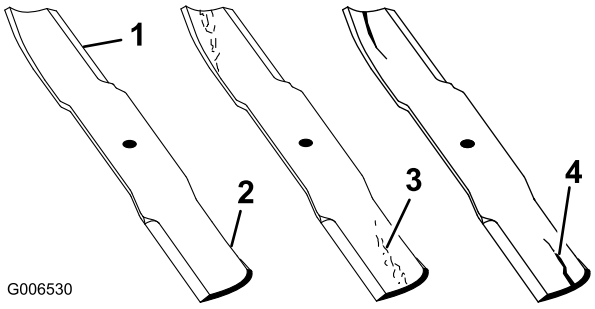

Figur 92
1. Kontrollera eggarna (Figur 92). Om eggarna är slöa eller har hack ska knivarna tas bort och slipas. Se Slipa knivarna (sida 59).
2. Kontrollera knivarna, speciellt den böjda delen (Figur 92). Montera omedelbart en ny kniv om du upptäcker skador, slitage eller spårbildning i detta område (Figur 92).